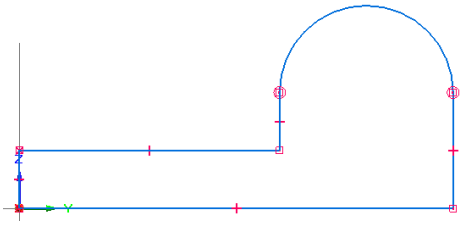

Figure 2-45 *Outer loop of the profile for Tutorial 1*
12. Click to specify the endpoint of the line. The profile after drawing the outer loop is displayed in Figure 2-45. Next, press Esc to exit the tool.